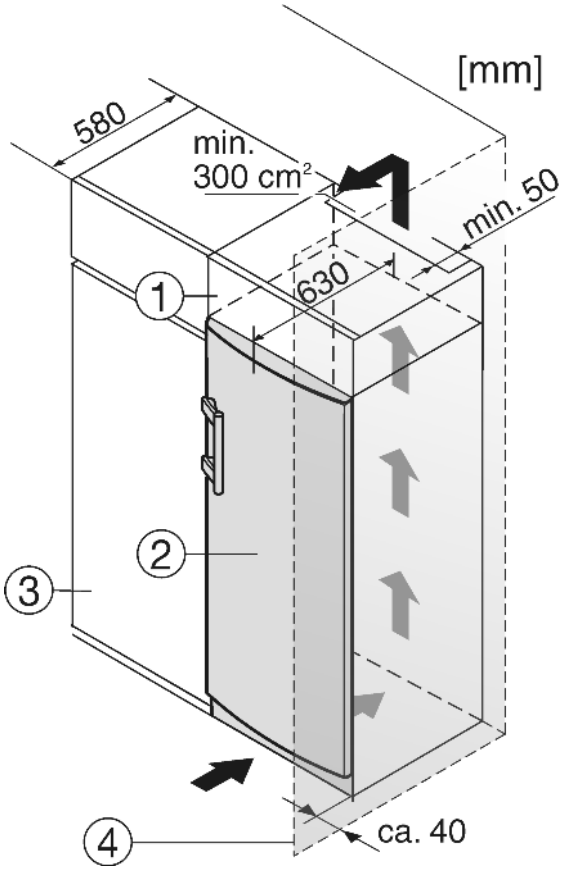

Fig. 9
(1) Elément haut
(2) Appareil
(3) Placard de cuisine
(4) Mur
L'appareil peut être entouré de meubles de cuisine. Pour adapter l'appareil *Fig. 9 (2)* à la hauteur des placards de la cuisine intégrée, on peut placer un élément haut *Fig. 9 (1)* au-dessus de l'appareil.
Lors de la transformation avec des placards de cuisine (profond. max. 580 mm) l'appareil peut être placé directement à côté du placard *Fig. 9 (3)*. La porte de l'appareil saillit latéralement de 34 mm et au milieu de l'appareil de 50 mm par rapport à la face avant du placard de cuisine. Ainsi, elle se laisse ouvrir et fermer sans problèmes.
Si l'appareil est installé avec les charnières à côté d'un mur *Fig. 9 (4)*, la distance entre l'appareil et le mur doit être de 40 mm min. Ceci correspond à la saillie de la poignée lorsque la porte est ouverte.